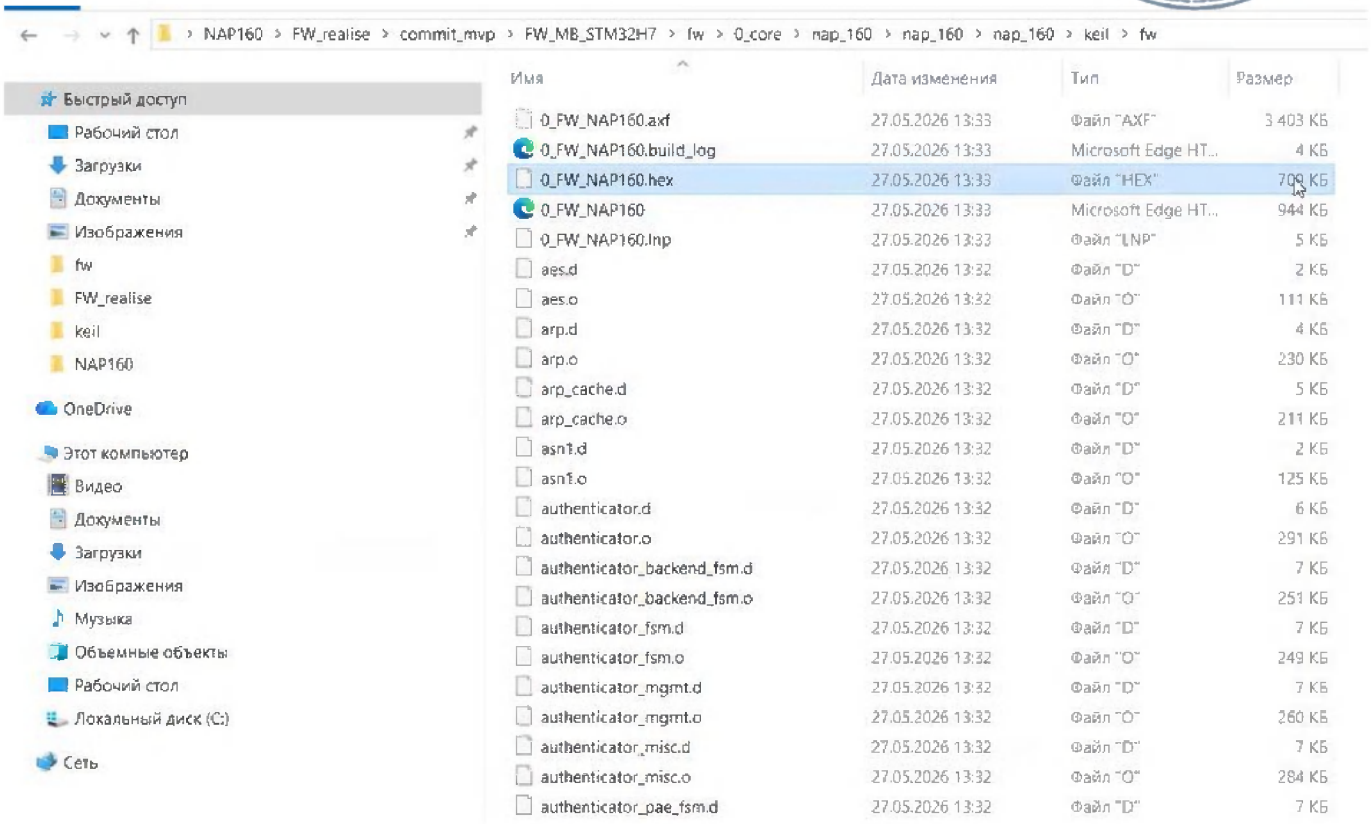

Рисунок 12
4.2.5 Файл 0_FW_NAP160.hex будет создан в директории: C:\Рабочий стол\NAP160\FW_realise\commit_mvp\FW_MB_STM32H7\fw\0_core\nap_160\nap_160\nap_160\keil\fw (Рисунок 12).